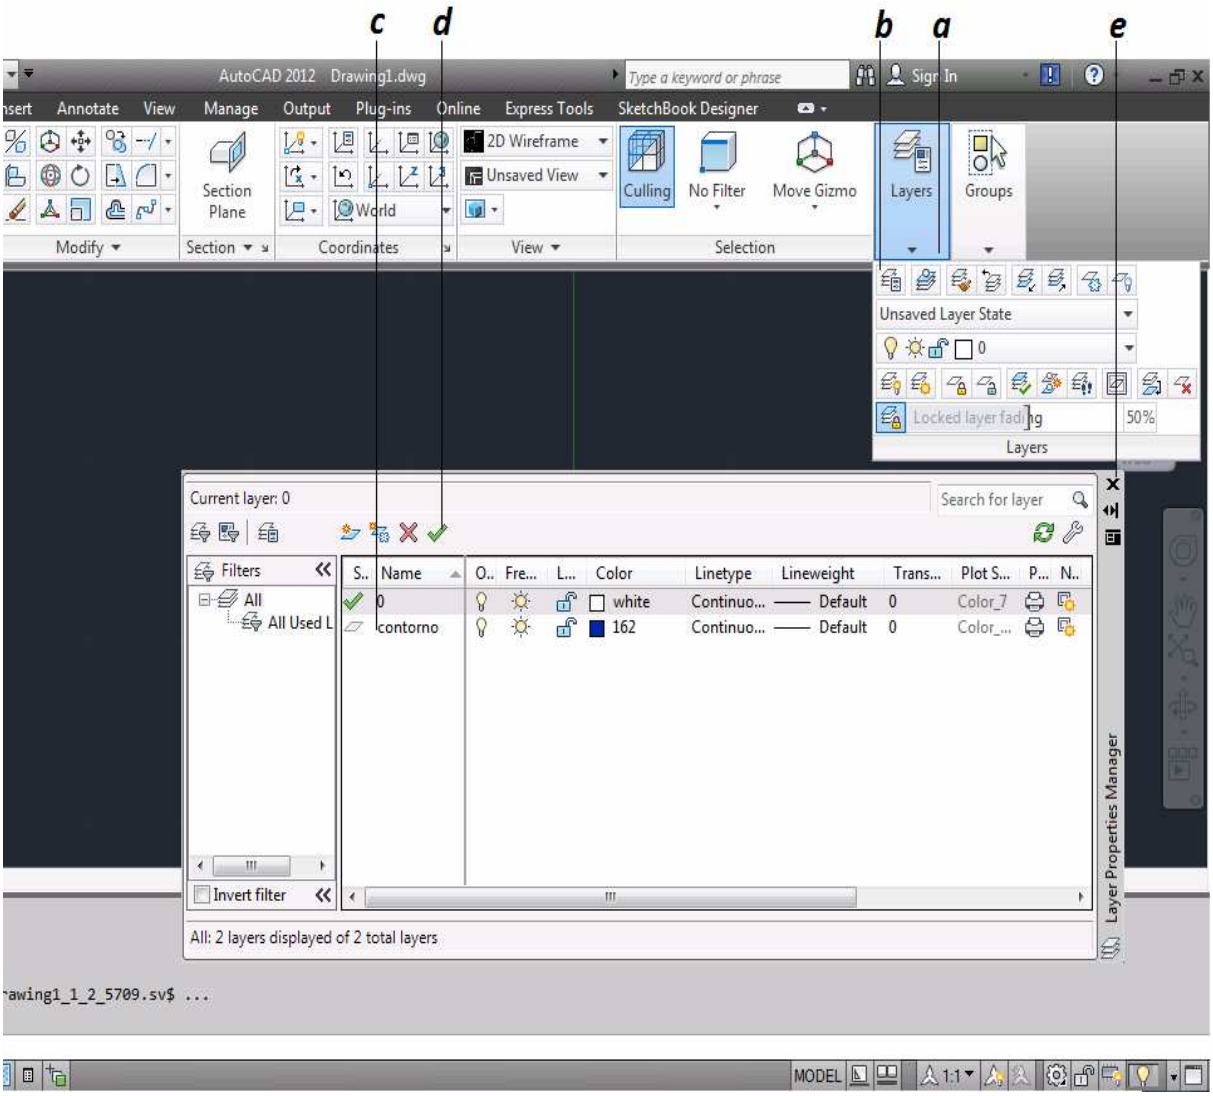

Figura 3.48 Capas "Indicar la Capa Activa"
a. Se selecciona el icono Capas *(figura 3.48)*.
b. Se selecciona el icono Propiedades de Capas *(figura 3.48)*.
c. Se selecciona el nombre de la capa que se desea activar *(figura 3.48)*.
d. Se da clic en el icono definir actual para activarla *(figura 3.48)*.
e. Clic en el botón cerrar para cerrar el cuadro de dialogo *(figura 3.48)*.